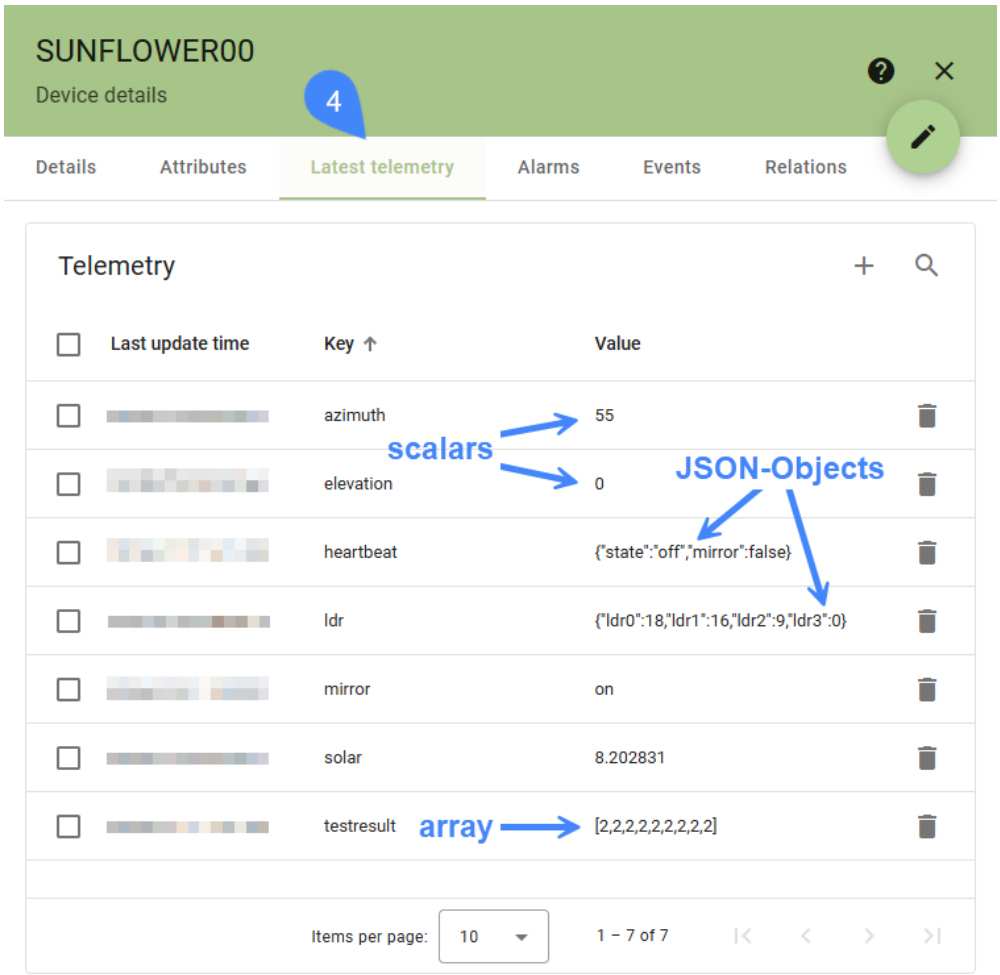

Figure 3: Overview of available telemetry for a device
4. After selecting the device, a window pops up. In that window, select the `Last Telemetry` tab (see Figure 3).
This gives you an overview of available telemetry as shown in Figure 3. The telemetry is arranged in so called key-value pairs[1]. The values for the telemetry can be of various structures: